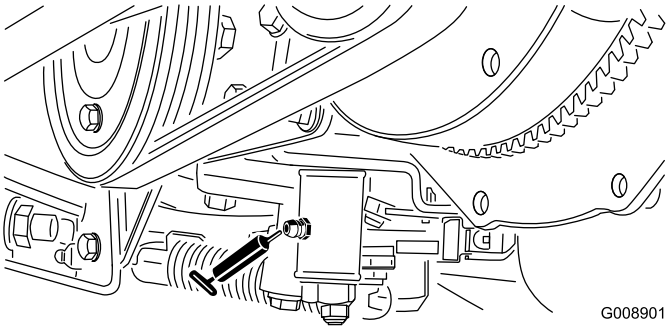

Figur 37
- Justeringsmekanism för neutralläge (Figur 37)